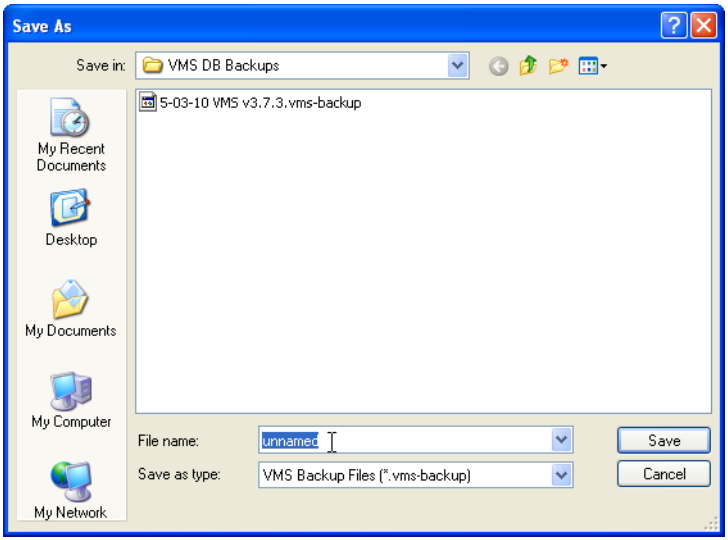

Figure 6-30 VMS Database Backup Save As dialog
2. Enter the **Name** for the backup file and select the directory location for saving the file from the **Save As** dialog window that opens (figure 6-30).